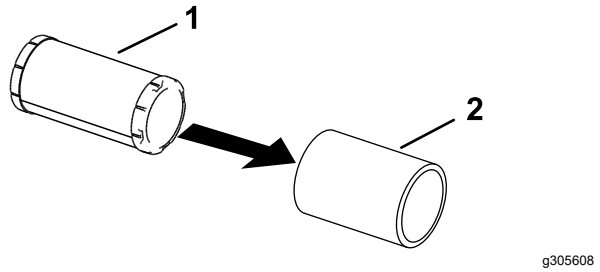

Figur 44
5. Dela på skumplast- och pappersinsatserna (Figur 44).